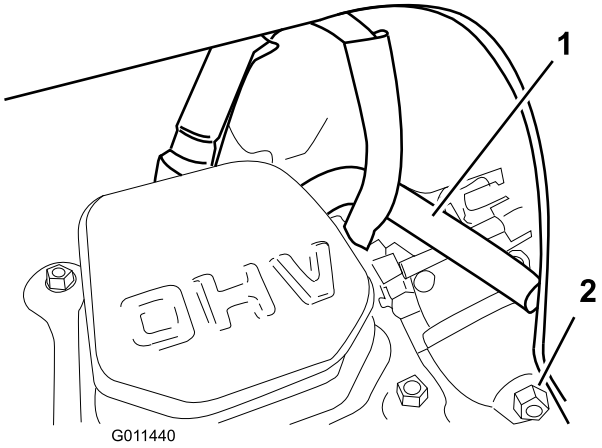

Рисунок 36
Примечание: Обеспечьте, чтобы труба сапуна проходила над свечным проводом, как показано на Рисунок 36.
6. Слейте находящееся в карбюраторе топливо через болт для слива карбюратора (Рисунок 36) в аттестованную емкость для бензина.